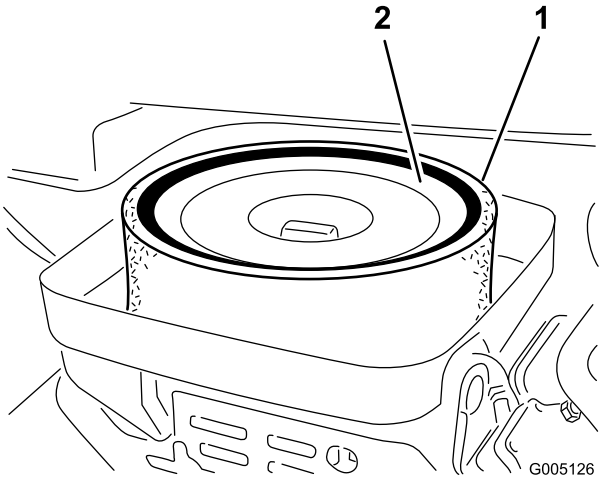

Figuur 42
3. Als het schuimelement vuil is, moet u dit verwijderen van het papierelement (Figuur 42) Dit moet grondig worden gereinigd. Ga hierbij als volgt te werk: